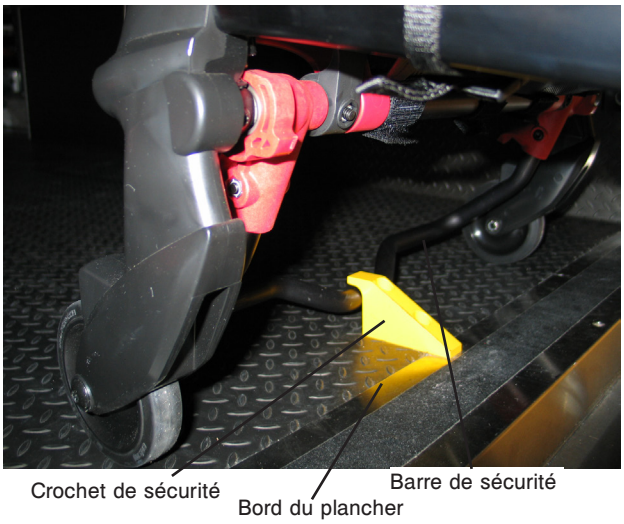

Figure 11 - Barre de sécurité engageant le crochet de sécurité
3. Fixer le crochet de sécurité sur le plancher du compartiment patient et veiller à ce que le crochet engage la barre de sécurité de la civière peu importe la façon dont la civière est déchargée du véhicule (consulter la Figure 11).